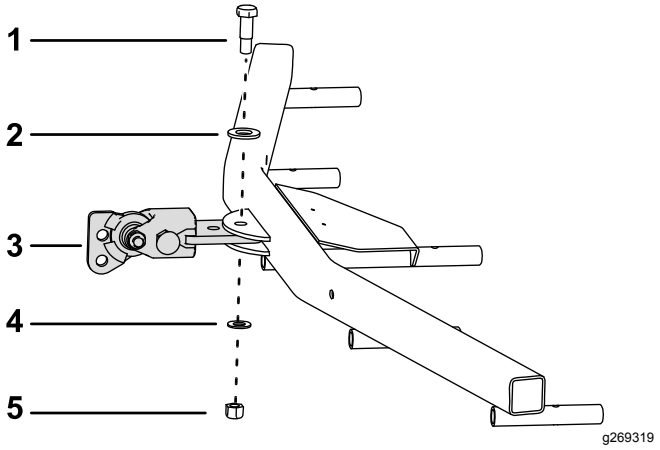

Figura 7
1. Montate il gruppo dell'attacco a sfera sul rastrello a denti flessibili come illustrato nella Figura 7.